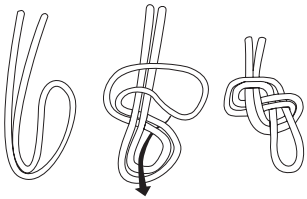

Figura 4
2. Quando a primeira pessoa chega ao solo e o equipamento é libertado, a pessoa seguinte pode ser fixada à corda de arrasto (que, subsequentemente, passa a ser a corda de salvamento) utilizando o mosquetão na extremidade (ou fazendo um anel em 8, como na figura 4, se o comprimento do equipamento não for específico ao local, consoante o comprimento da corda e a altura de descida).